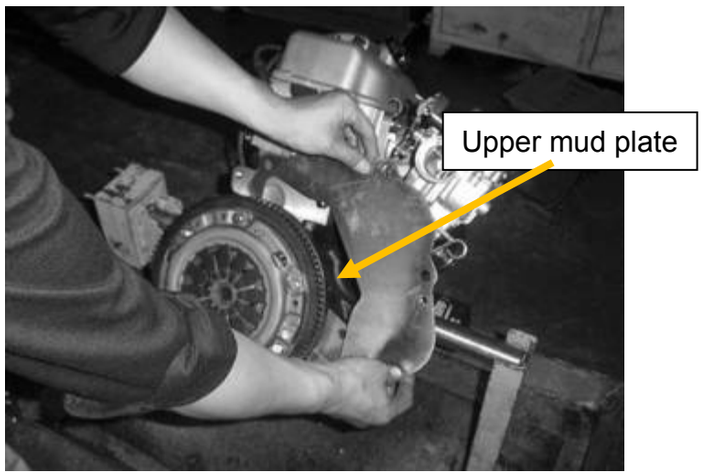

Figure 38
4. Remove upper mud plate (**See** Figure 38)